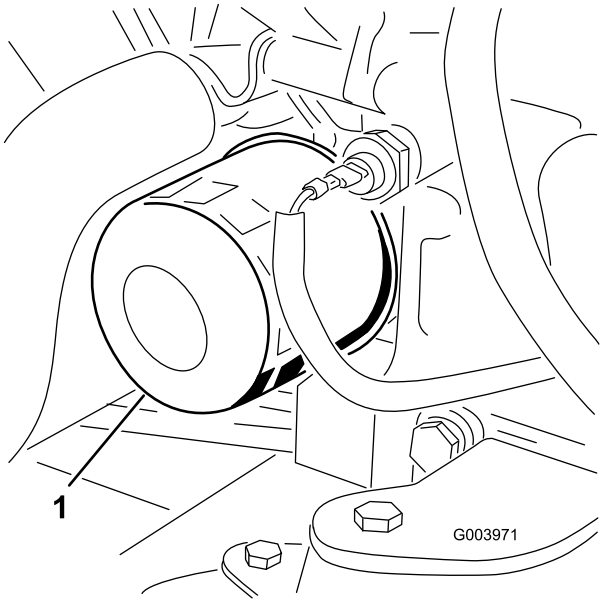

Figur 64
3. Avlägsna oljefiltret (Figur 64).